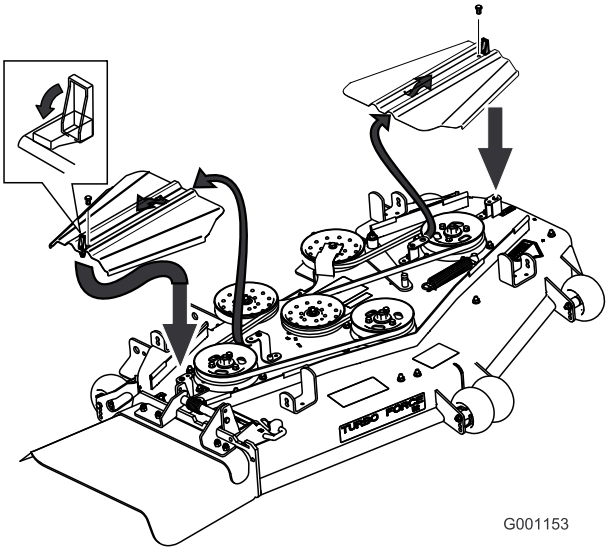

Figur 58
3. Fjern de bolte, der fastholder remskærmen, og fjern remskærmen (Figur 58).
9. Monter remskærmene ved at skubbe skærmen ind i tappen, montere boltene og lukke låsene (Figur 58).